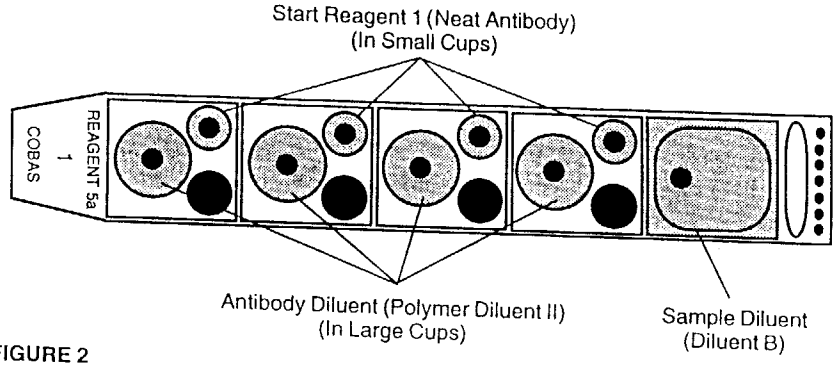

FIGURE 2
3. Neat Antibody Reagent is placed in "START REAGENT 1" position of the "REAGENT 5s" rack. Polymer Diluent II is placed in the "AB DILUENT" position of the "REAGENT 5s" rack (see FIGURE 2).